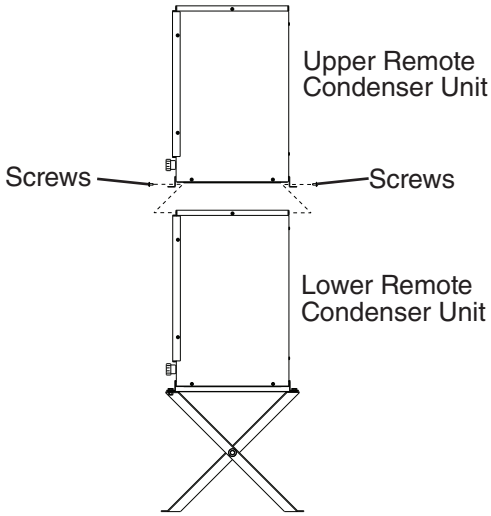

Fig. 18
2) Place the upper remote condenser unit on top of the lower remote condenser unit. See Fig. 18.